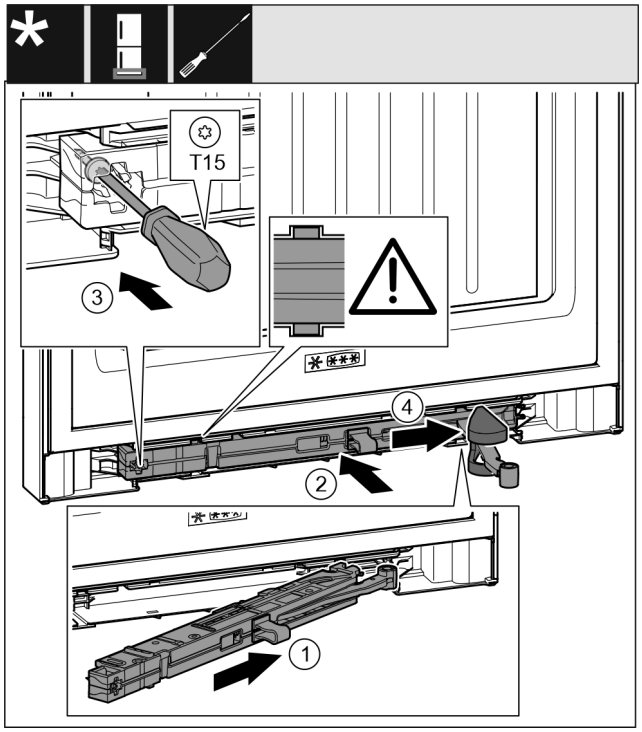

Fig. 68
- ▶ Iebīdiet slīpi durvju amortizatora mezglu *Fig. 68 (1)* gultņa balsta pusē līdz galam padziļinājumā.
- ▶ Iebīdiet durvju amortizatora mezglu *Fig. 68 (2)* pilnīgi padziļinājumā.
- ▶ Pieskrūvējiet skrūvi *Fig. 68 (3)* ar skrūvgriezi.
- ▶ Uzbīdiet pārsegu *Fig. 68 (4)* pāri šarnīram.